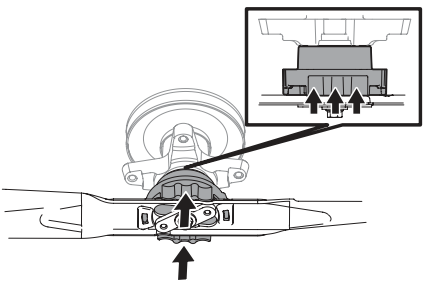

Fig. 47
3. Push upward on the blade collar and hold it (Fig. 47).
4. Push the blade upward against the blade adapter until the collar above rises (Fig. 47 on page 31).